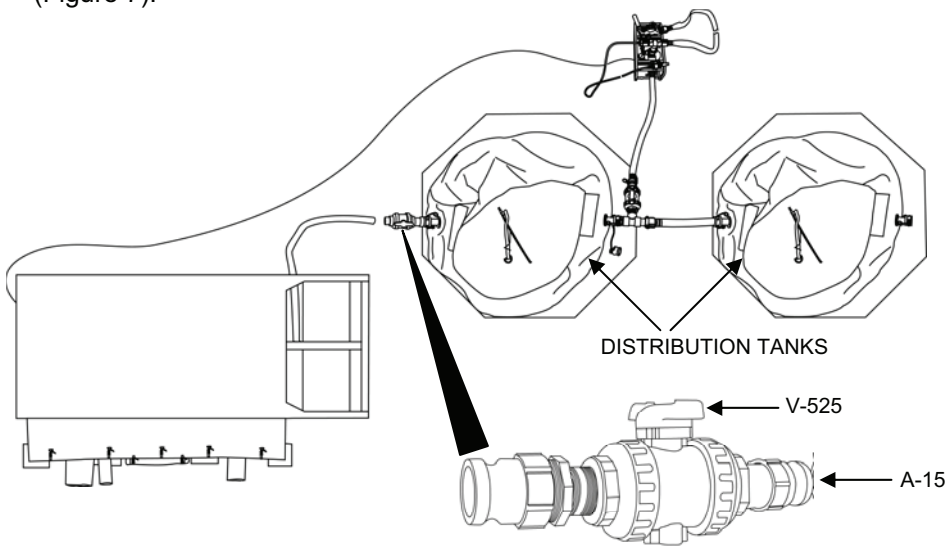

Figure 7. Distribution Tank Adaptor A-15 Valve V-525.
b. Close the Distribution Tank Adaptor A-15 Valve V-525 and disconnect the product hose (Figure 7).